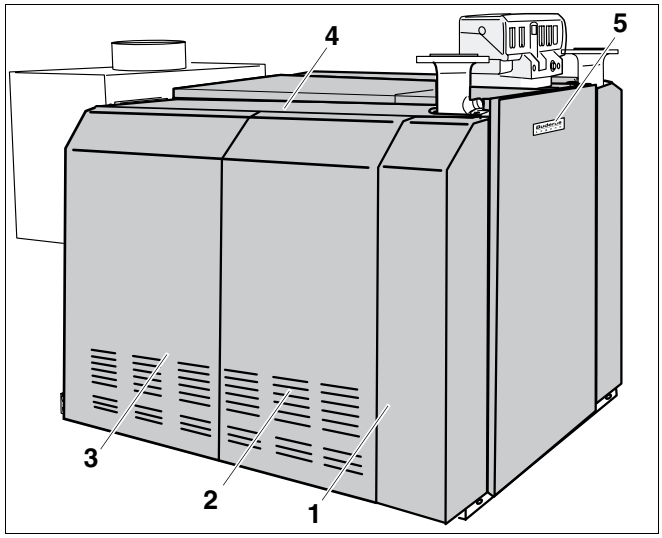

Рис. 72 Смонтированный котел Logano GE434
- Задние боковые стенки (рис. 72, **поз. 3**) и, если имеются, средние боковые стенки (рис. 72, **поз. 2**) подвесить сверху на боковые крышки котла (рис. 72, **поз. 4**) и закрепить внизу к продольным планкам винтами с плоскими головками 3,9 x 9,5.
- Вынуть фирменную табличку (Logano GE434) (рис. 72, **поз. 5**) из пакета "Техническая документация" и установить ее на передней стенке котла.